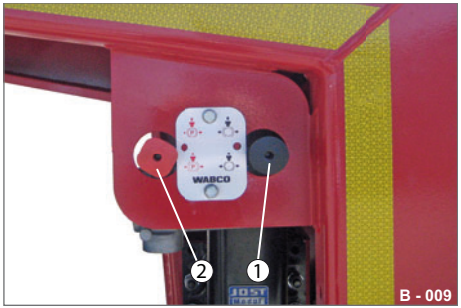

Abb. 14 Bedienkonsole
- ▶ Drücken Sie das Löseventil (Abb. 14/1).
- ▶ Ziehen Sie das Löseventil (Abb. 14/1).